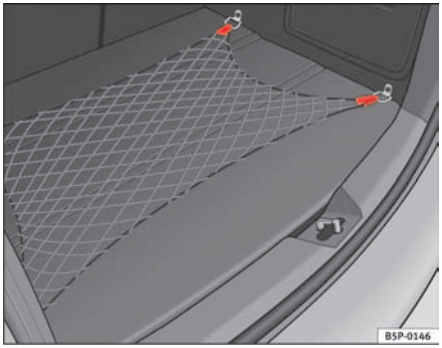

Fig. 106 Retaining net
– Use the fastening rings located on the side of the luggage compartment to attach the retaining net⇒ fig. 106